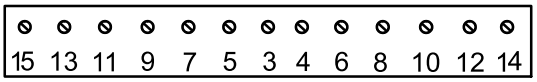

Figur 24
6. Følg rækkefølgen, der vises i Figur 24, og stram skruerne til et moment på 25,4 Nm.